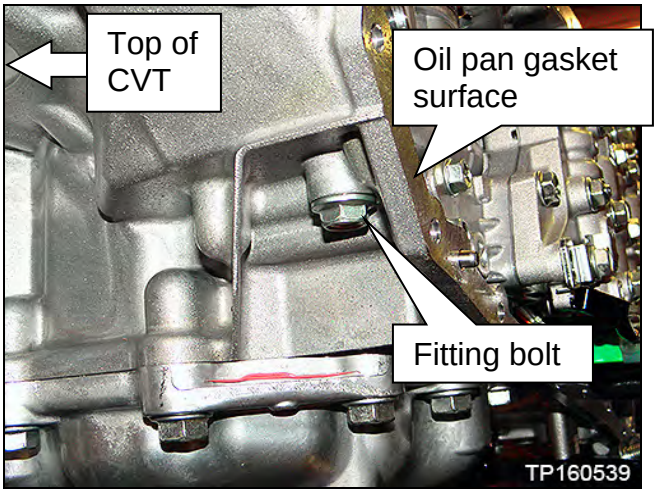

Figure 22B
a. Remove the fitting bolt located above the corner of the oil pan gasket surface (Figure 22B).